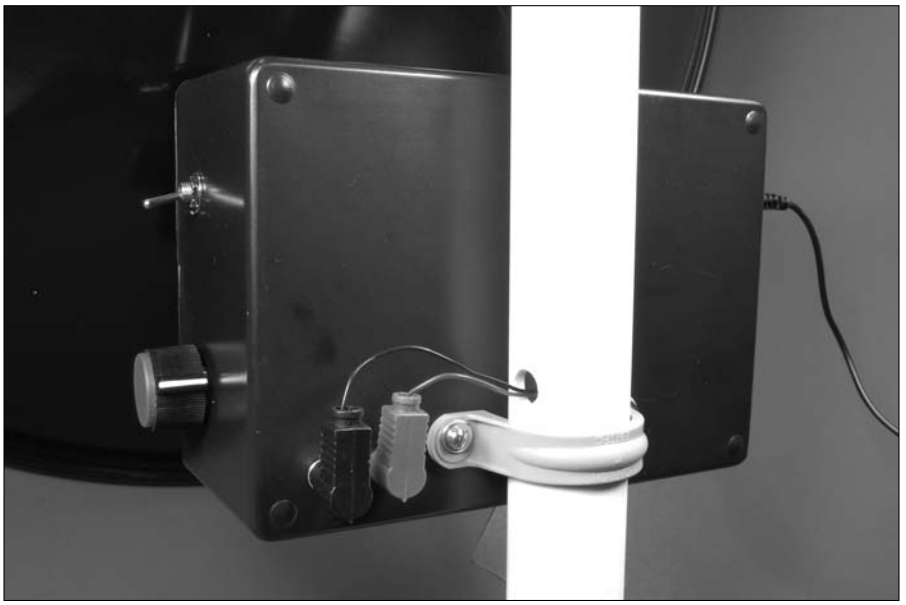

Figure 6-19: The electronics in place.
8. **Slide the box into its final position just below the hole where the phono jacks come out of the PVC pipe. Then insert the phono plugs and headphone plug into the jacks in the box, as shown in Figure 6-19.**